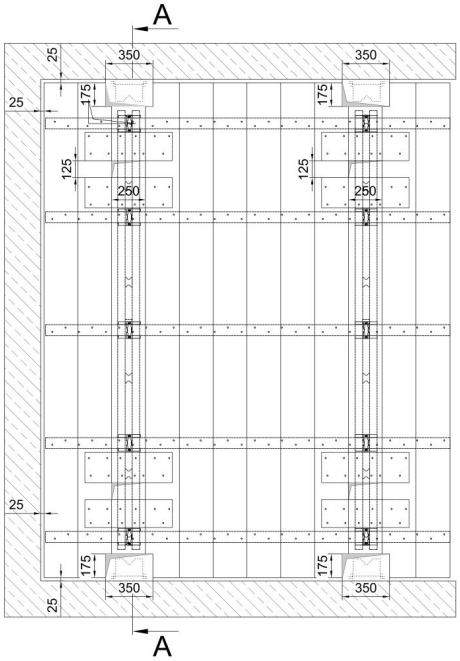

Abb. B5.09
7. Im Bereich der Klappkonsolen (**21**) Aussparungen von 175 x 350 mm aussägen (Abb. B5.09 bis B5.11).